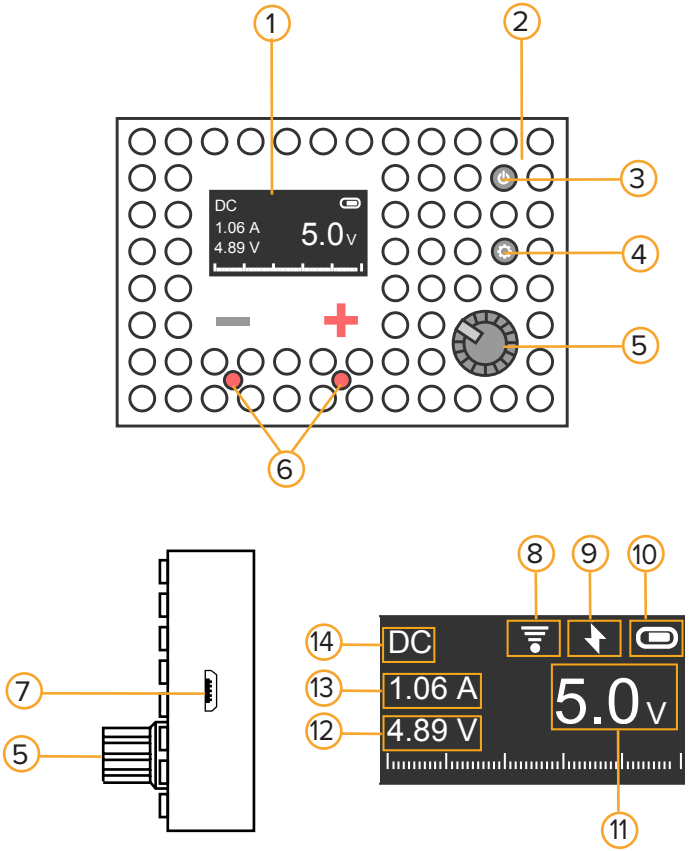
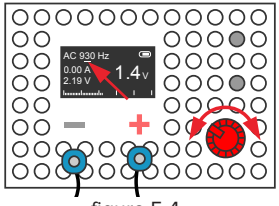

Figure 5.1
figure 5.4
- The device is switched on with the power button ***(4 in Figure 5.1)***. If you press this button again, the device will turn off.
- To charge the PSU, you must connect it with a micro-USB cable to any high-quality USB-compatible source with an admissible current of **0.5-2 A**. A hidden red light-emitting diode ***(2 in Figure 5.1***) will light during charging. The short-term flashing of this light-emitting diode is normal.
- After the PSU has been switched on, it is in the DC mode. This is shown on the device with the DC symbol in the upper left corner of the display ***(14 in Figure 5.1)***.
- The voltage is set by rotating the regulator ***(2 in Figure 5.1)***. If no overload occurs, then the device is a voltage source.
- If the current exceeds **1 A**, the device will switch to overload mode. In overload mode, the measured voltage and current ***(12 and 13 in Figure 5.1)*** will flash. After the current has been reduced to 1 A, the device will return to normal mode.
- In overload mode, the voltage at the terminals will be lower than the EMF set by the regulator ***(5 in Figure 5.1)***. In this mode the battery is discharged noticeably faster; in particular, the device may switch off, even though there is still enough charge for operation in normal mode. The overload mode is completely safe for the device.
- To switch to AC mode, briefly press the mode button ***(4 in Figure 5.1)***. This mode will be shown on the device with the AC symbol in the upper left corner of the display ***(14 in Figure 5.1)***. If you briefly press the mode button again, the PSU will switch back to DC mode.
- After switching to the AC mode, the regulator ***(4 in Figure 5.1)*** will set the voltage value.
- If you press and turn the regulator to the right ***(5 in Figure 5.1)***, the PSU will switch to the mode of precise frequency control ***(Figure 5.4)***.
- By turning the regulator ***(5 in Figure 5.1)*** while it is pressed, you can select the number you want to change: after it is released, the regulator will change the selected number. To return to rough editing, you need to press the regulator and turn it to the left.
- If the current exceeds **0.2 A**, the device will switch to overload mode. In overload mode, the measured voltage and current ***(12 and 13 in Figure 5.1)*** will flash.
- In overload mode, the voltage at the terminals will be lower than the EMF set by the regulator ***(5 in Figure 5.1)***. In this mode the battery is discharged noticeably faster; in particular, the device may switch off, even though there is still enough charge for operation in normal mode.
- To access the settings menu, press and hold the mode control button ***(4 in Figure 5.1)*** for 3 seconds.
- To move around the menu, use the regulator or briefly press the mode control button ***(5 and 4 in Figure 5.1)***. To select a menu item, press the regulator or press and hold the mode control button.
- In order to enter the configuration mode, you need to connect the device to the charger, turn it on with the power button ***(3 in Figure 5.1)***, then press the mode control button ***(4 in Figure 5.1)*** and hold it for 3 seconds.
- To move around the menu, use the regulator or briefly press the mode control button. ***(5 and 4 in Figure 5.1)***.